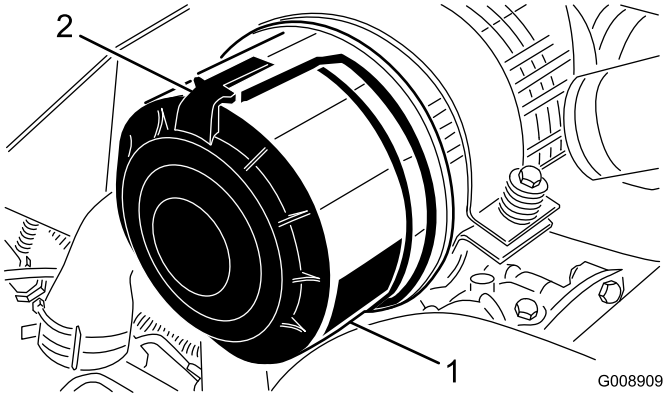

Figur 45
1. Åbn låsene, der fastgør luftfilterdækslet til luftfilterhuset (Figur 45).